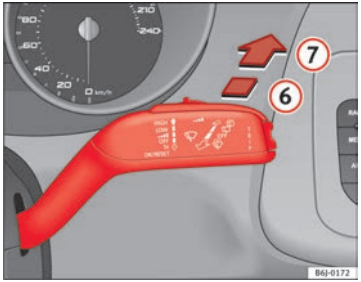

Fig. 66 Windscreen wiper and windscreen wash lever: rear window wiper
– Press the lever forwards to position (6) ⇒ Fig. 66 . The wiper will wipe the window approximately every 6 seconds.
– Press the lever fully forwards to position (7) ⇒ Fig. 66 . The rear wiper and washer operate at the same time. The windscreen wash system will function as long as you hold the lever in this position.